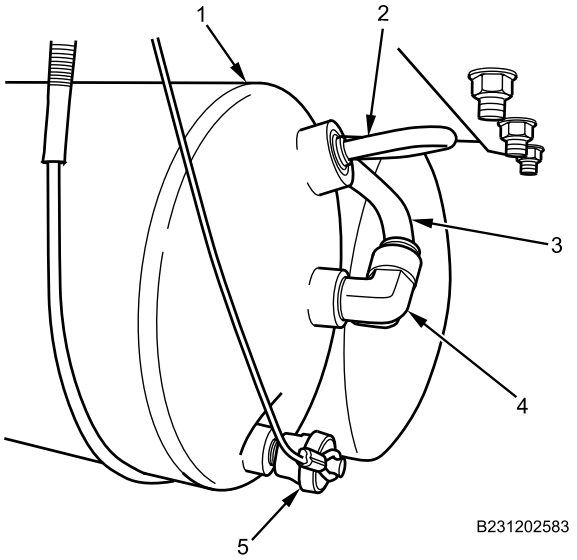

Figure 20. Secondary Tank Air Lines and Fittings.
18. Install secondary air tank drain fitting (Figure 20, Item 5) on secondary air tank (Figure 20, Item 1) and tighten securely.
19. Install secondary air tank angle fitting (Figure 20, Item 4) on secondary air tank (Figure 20, Item 1) and tighten securely.
20. Connect large ORANGE air line (Figure 20, Item 3) on secondary air tank angle fitting (Figure 20, Item 4).
21. Connect supply-to-secondary tank small ORANGE air line (Figure 20, Item 2) on secondary air tank (Figure 20, Item 1).